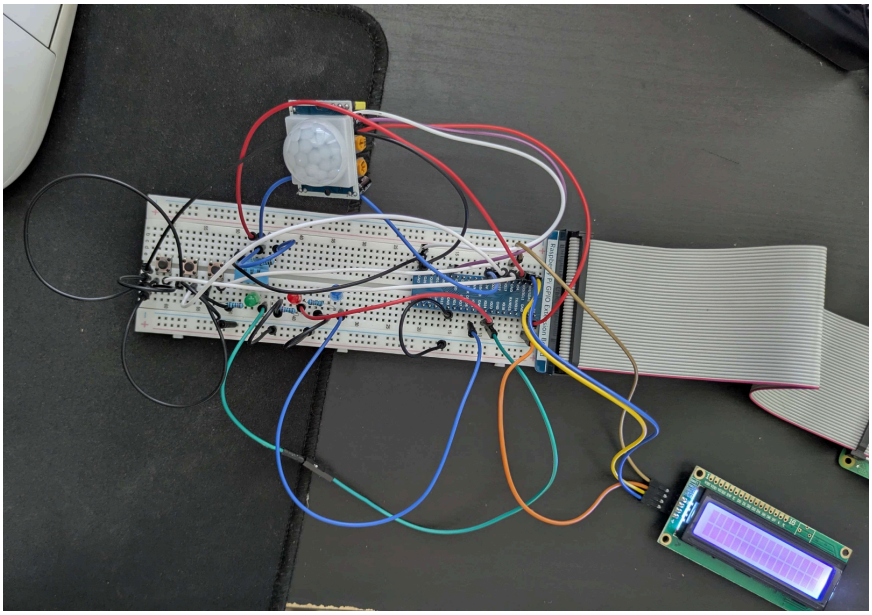

Fig. 1: Final BMS Design on Breadboard
- In Fig. 1 below, we have from left to right the incr. temp button, decr. temp button, and the door/window open/close button. The green LED is hooked to the PIR sensor, the red LED displays if the heat is on, and the blue LED displays if the AC is on.